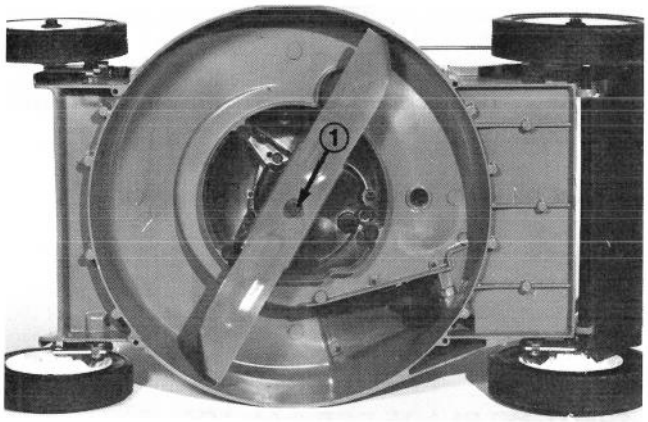

Figure 30
4. Grasp end of blade using a rag or thickly padded glove. Remove capscrew, lockwasher and blade (Fig. 30).
1. ⚠ Drain petrol from fuel tank. Tip mower on its right side (Fig. 30).